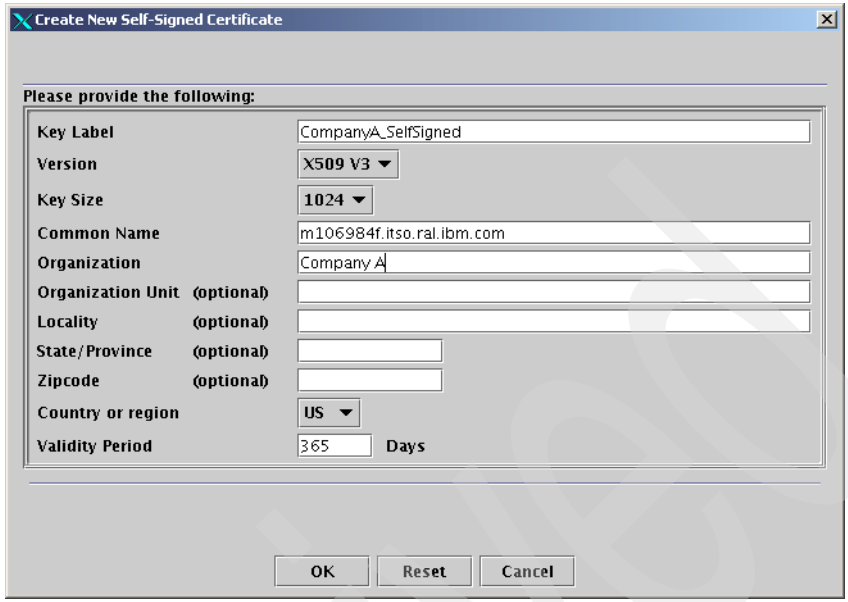

Figure 8-23 Creating a new self-signed certificate
7. In the Create New Self-Signed Certificate window (Figure 8-23 on page 228), complete the details of the new certificate: